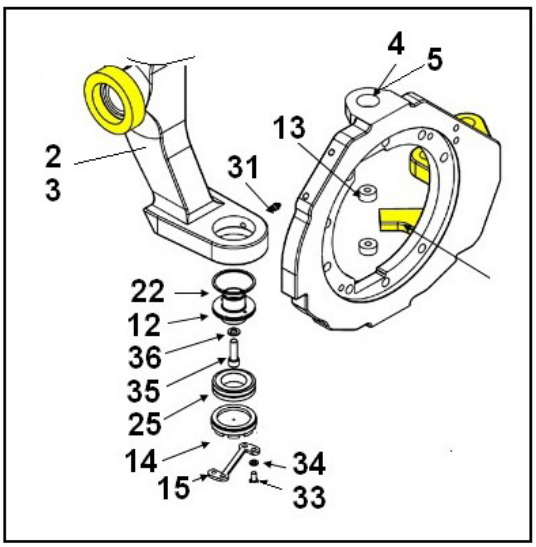

figura 3
Conforme ilustrado nas figura 3 e foto 5, instale a tampa item (14) qtd. 02, “uma’’ para cada camber joint esquerdo e direito itens (2) e (3) nos terminais, olhais da parte inferior / baixo.
Conforme ilustrado na figura 3 e foto 5, instale a placa de travamento item (15) qtd. 02, usando uma para cada camber joint LE & LD itens (2) e (3) nos terminais, olhais da parte inferior / baixo, usando os parafusos M8 x 16 mm item (33) e arruela item (34) qtds. 04 (em cada lado).